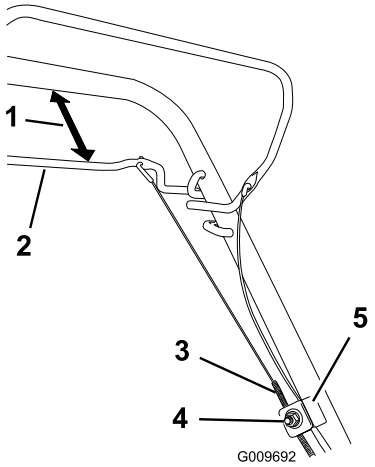

Figur 29
1. Løsne mutteren på kabelfestet (Figur 29).
2. Hold selvdriftsbøylen 25 til 38 mm fra håndtaket (Figur 29).
3. Trekk kabelkappen ned (mot gressklipperen) til det ikke er slakk i kabelen (Figur 29).